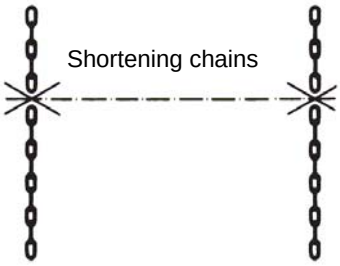

Fig. 8
5.1 Shortening a Chain (Fig. 8)